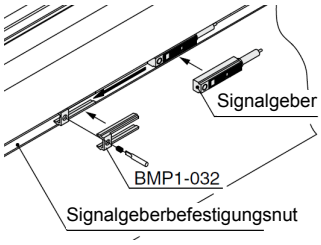

Abb. 18
1. Nehmen Sie das Signalgeber-Zwischenstück in die Hand und drücken es in die Nut (Abb. 18).